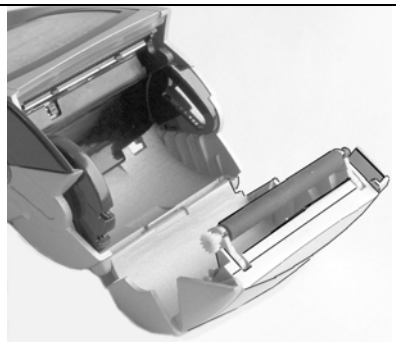

fig.1b
- Grip the cover plate and tilt it down from the rear of the terminal. (Figure 1b)